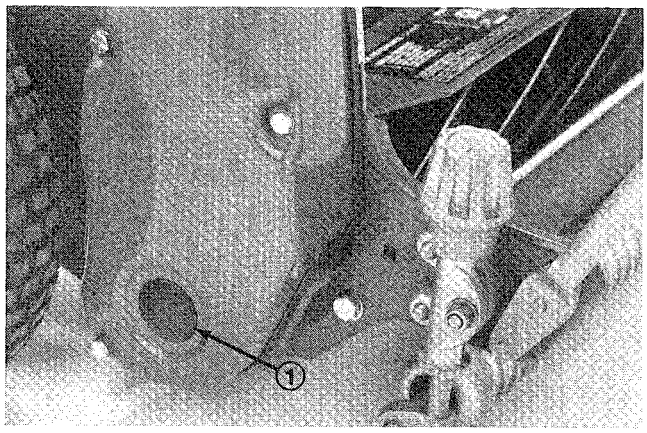

**Figure 42**
1. Remove plug in right reel drive cover (Fig. 42)